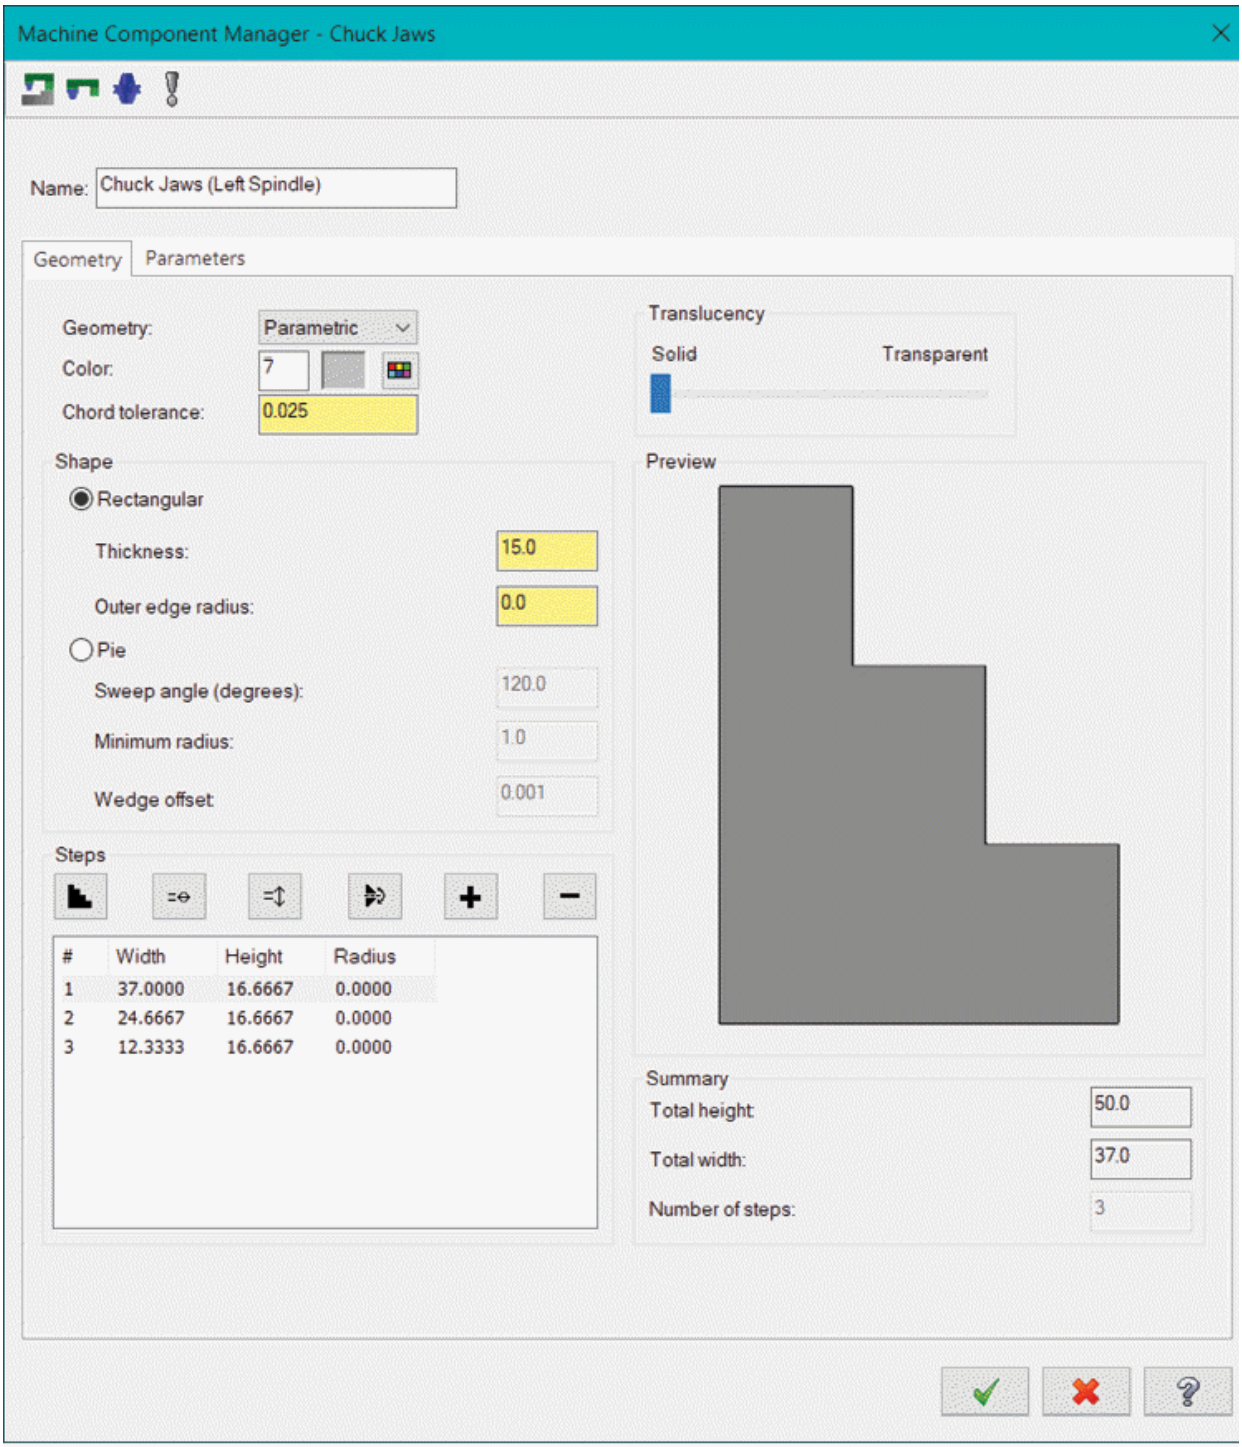

Figure-16. Machine Component Manager-Chuck Jaws dialog box
- Select the **Left Spindle** or **Right Spindle** radio button from the **Chuck Jaws** area of the dialog box depending on the orientation of your part to specify chuck jaws to be used. After selecting radio button, click on the **Properties** button from the **Chuck Jaws** area. The **Machine Component Manager - Chuck Jaws dialog box** will be displayed; refer to Figure-16.